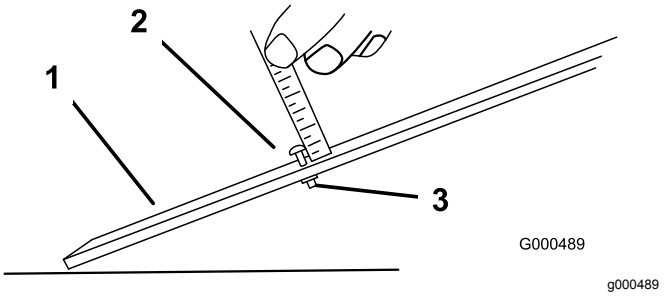

Rysunek 55
3. Poluzuj nakrętkę na pręcie wskaźnika (Rysunek 55) i ustaw śrubę regulacyjną na wymaganą wysokość cięcia. Odległość między spodem łba śruby a czołem pręta stanowi wysokość cięcia.